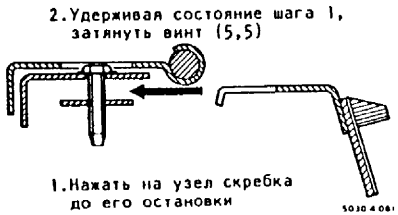

Рис.4. Установка узла очистительного скребка барабана
2. (Рис.4): Установить узел очистительного скребка барабана.